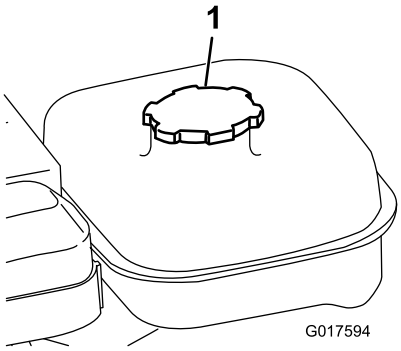

Figur 16
1. Rengjør rundt lokket til drivstofftanken, og ta av lokket (Figur 16).